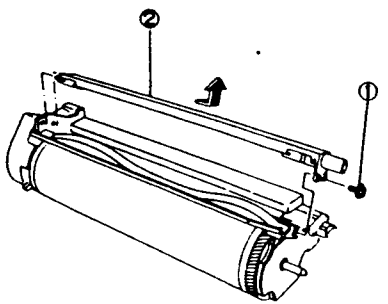

Рис. 1 NZM-0098
4. (Рис. 1): Снимите узел коротрона заряда.
①. Отверните винт.
②. Снимите узел коротрона заряда.